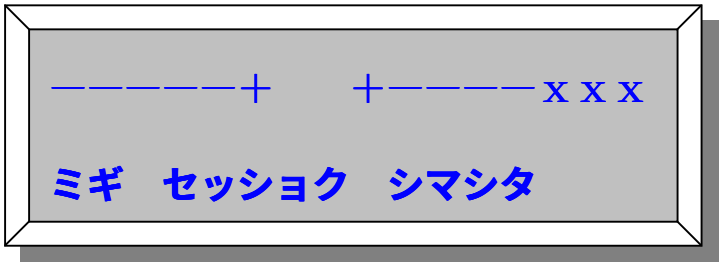

図１７　右側接触の表示画面
⑧　右接触センサが障害物に接触すると、図１７で示されるように、右側が障害物に接触した事を知らせる表示を行い、急停止します。その後、数十センチ程度バック走行を行い完全停止します。